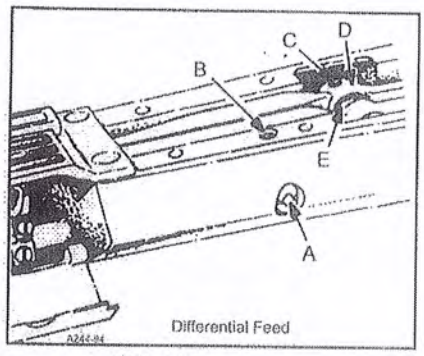
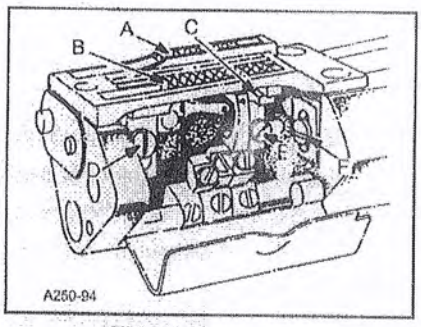

FIG.10A
FIG.11A
Before assembling the main and differential feed dogs,set the feed bar eccentric pin (A,Fig.10A)located in the left side near center of cylinder,so that the slot in the head is in a horizontal position.This assures
a neutral position of eccentricity for the purpose tilting of the main and differential feed bars simultaneously.The feed bar pin is retained in position by set screw(B).Assemble differential feed dog (A,Fig.11A),main feed dog(B) and throat plate ,Both the main and differential feed dogs can be individually adjusted to height.Main feed dog (B)at its highest position,should be set to project above the throat plate,the depth of its teeth.If adjustment is necessary loosen screw(D)and move feed dog (B)up or down to attain correct setting.Feed dog support(C) should support front of feed dog.
NOTE:Should the main feed dog require repositioning due to contact with the throat plate in its forward or rearward travel ,loosen set screw(C,Fig.10A)in main feed bar driving link(D),rotate main feed bar eccentric driving stud(E)as required,Driving stud(E)has a thin hexagon head with cutouts on two of the flats allowing movement by tapping with a sharp pointed tool,when wrench21388AZ is not available.Whenever the main feed bar eccentric driving stud position has been changed,recheck rear needle guard setting, adjustment may be required.Retighten set screw(C). Position main feed dog support(C,Fig.11A)flush against bottom of main feed dog (B),tighten support screw(E)securely.